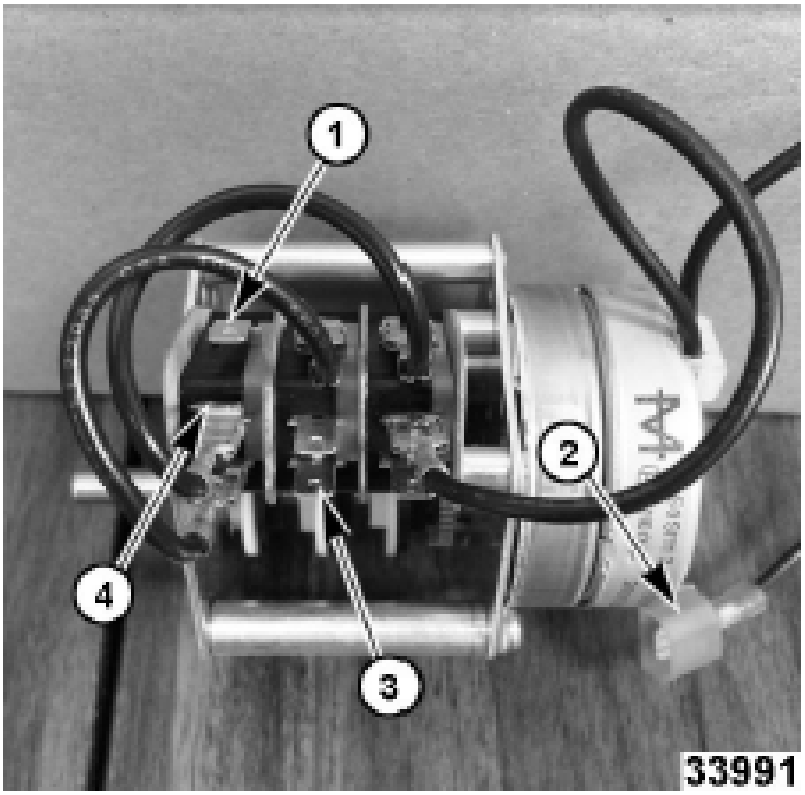

**Fig. 4**.
**MODELS C24EA3/5, HC24EA3/5, C24EO3/5, HC24EO3/5 - REFER TO: Fig. 4**